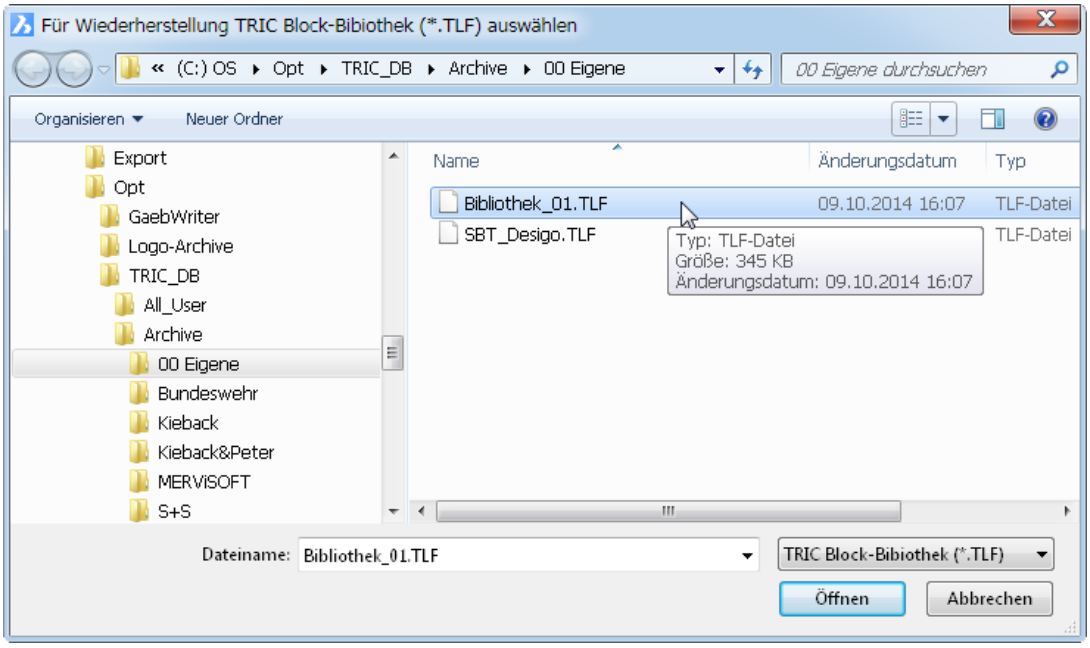

Bild 27.20 – Wiederherstellen einer Blockbibliothek
- Der Dateiauswahldialog erscheint mit dem Dateityp *TRIC Block-Bibliothek (*.TLF)* und dem zuletzt verwendeten Archiv-Verzeichnis. Wählen Sie die soeben erstellte BIBLIOTHEK_01.TLF und bestätigen Sie (Abb. 27.20).